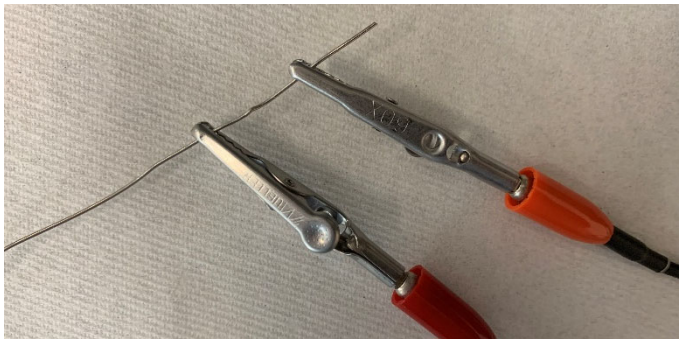

Figure 8. Connection of a Platinum Wire Counter Electrode
- **Counter Electrode:** The counter electrode is often either a graphite rod or platinum wire. Connect the Counter Cable (Red) and Counter Sense Cable (Orange) to this electrode (Figure 8).